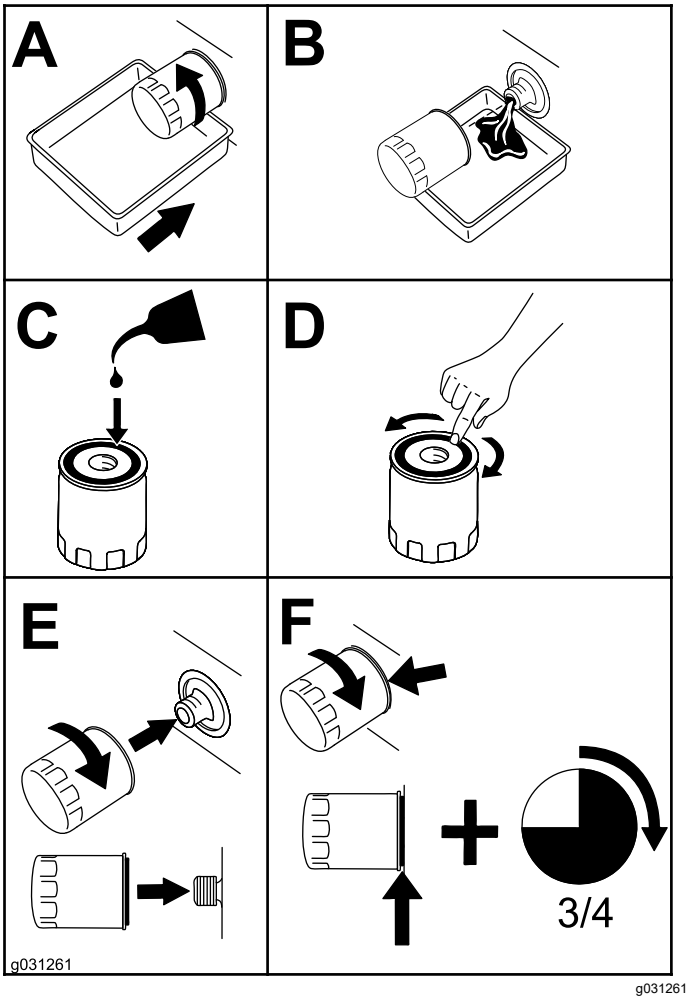

**Figura 51**
4. Cambiate il filtro dell'olio motore come mostrato nella Figura 51.